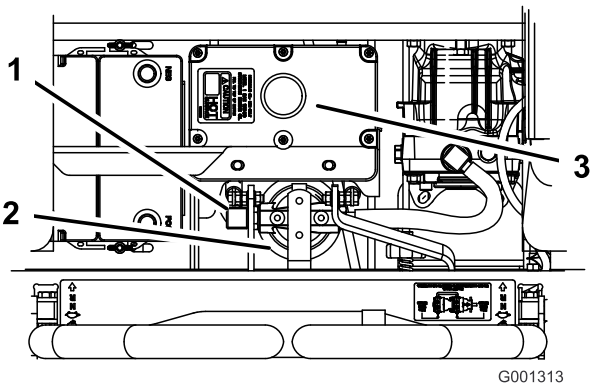

**Figuur 63**
4. Verwijder de rechter hydraulische leiding die naar het tussenstuk gaat (Figuur 63).
6. Monteer de rechter hydraulische leiding op het tussenstuk (Figuur 63).